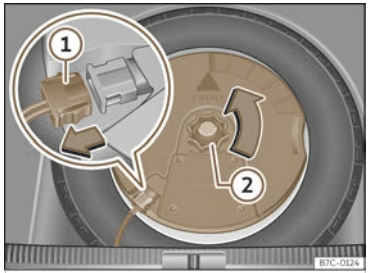

Fig. 250 In the luggage compartment: remove the subwoofer.
- Disconnect the subwoofer's speaker cable ››› Fig. 250 ①.
- Turn the securing wheel anti-clockwise ››› Fig. 250 ②.